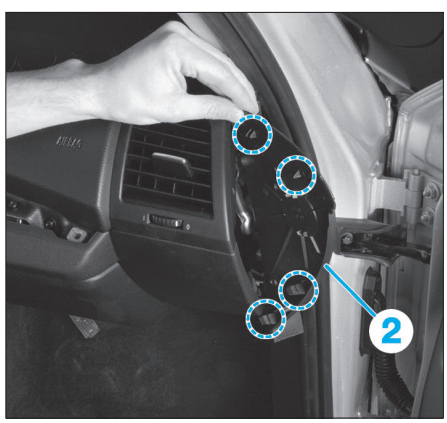

Fig. 30
• Dégrafer le cache droit de la planche de bord (2) **(Fig.30)**.